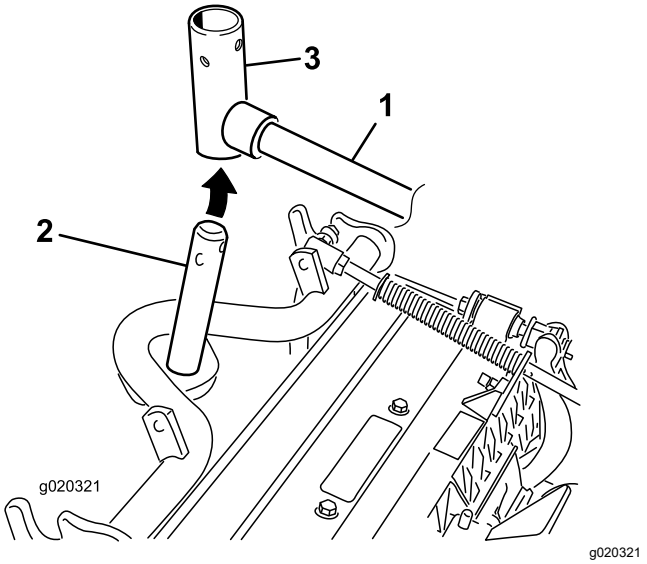

Figure 10
10. Pour les unités de coupe avant, poussez une unité de coupe sous le bras de levage tout en insérant l'arbre du bâti porteur dans la chape de pivot du bras de levage (Figure 10).
B. Insérez la chape du bras de levage sur l'arbre du bâti porteur (Figure 10).